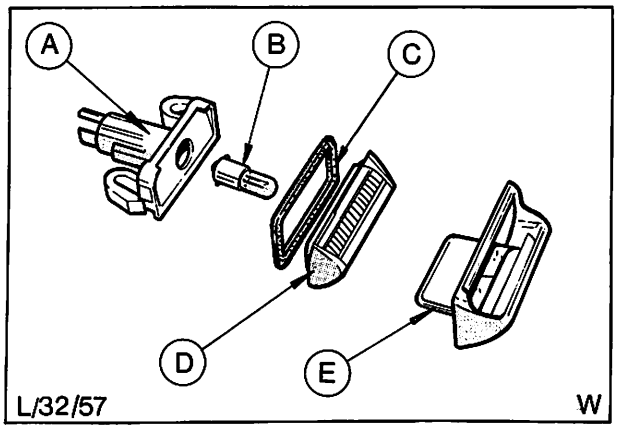

Abb. 43 A = Lampenkörper
2. Abdeckung der Leuchte über die Arretierzapfen abziehen und Lampenglas entfernen, Abb. 43.